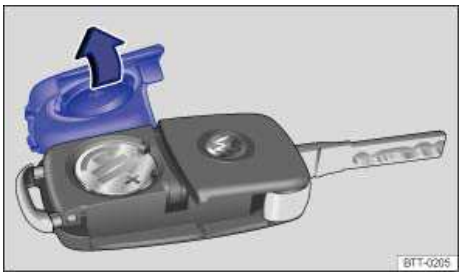

Fig. 20 Remote control vehicle key: Open battery compartment cover.
The battery is on the back of the remote control vehicle key under a cover ⇒ fig. 20.
- Position the new battery in as shown ⇒ fig. 20 and press it into the battery compartment (opposite to direction of the arrow) ⇒ ⓘ.